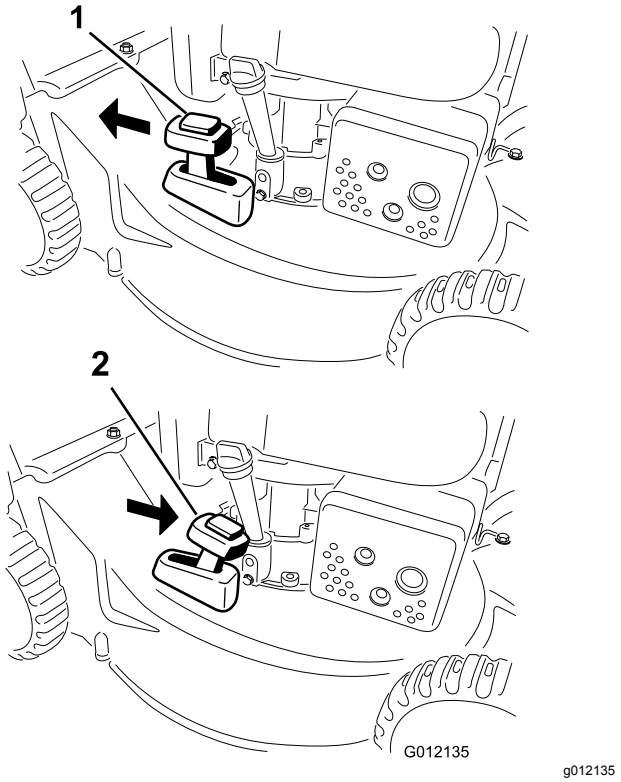

Figure 16
Pour recycler l'herbe coupée, placez le levier de ramassage sur demande en position RECYCLAGE (Figure 16).
2. Montez le bac à herbe ; voir Montage du bac à herbe (page 11) et amenez le levier de ramassage sur demande en position de RAMASSAGE, comme montré à la Figure 16.
Remarque: Si le bac à herbe est monté sur la machine, enlevez-le avant de procéder à l'éjection arrière de l'herbe coupée ; voir Retrait du bac à herbe (page 12). Le levier de ramassage sur demande doit être en position RAMASSAGE comme montré à la Figure 16.